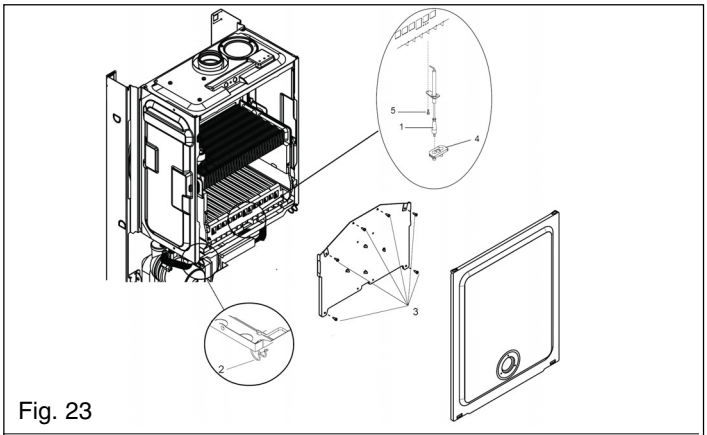

Fig. 23
6.15 ELECTRODE, BURNER & INJECTORS (fig. 23)